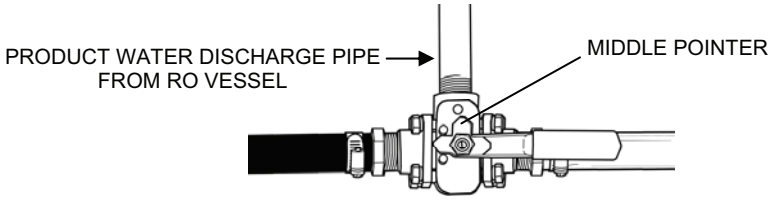

Figure 8. RO Element Three Way Valve in the Drain Position.
c. Set the Product RO Element 3-way Valves V-501 through V-510 to the drain position while force air draining the RO elements. Position each 3-way valve handle so that the middle pointer points toward the RO Vessel. (Figure 8.)